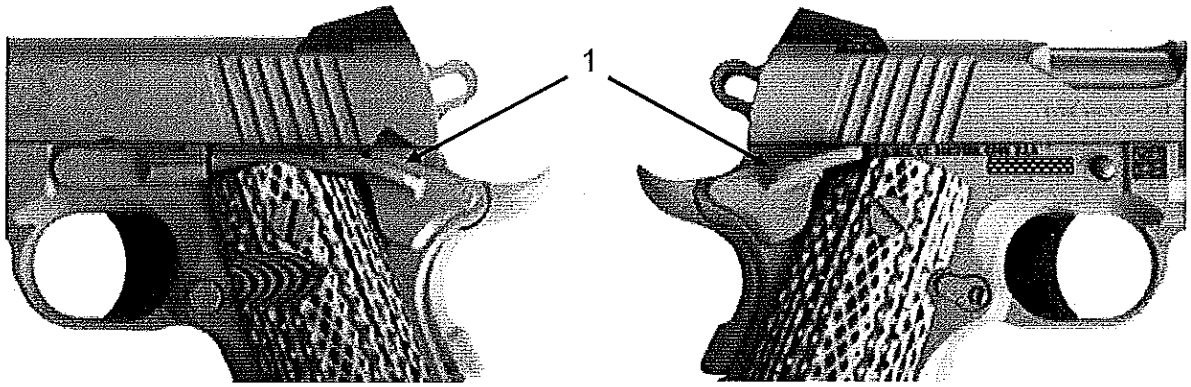

Figure A-4. M45A1 Ambidextrous Safety.
The ambidextrous safety (see fig. A-4, item 1) is a lever located on each side of the receiver. Push it up to engage it; the hammer must be cocked first before engaging. Move the ambidextrous safety down to disengage it; the grip safety must also be pressed before the weapon will fire.